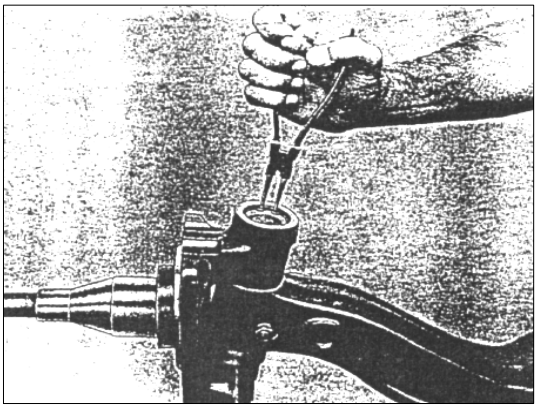

РИС.288
5) Используя круглогубцы снимите оба стопорных кольца, закрепляющих защитные заглушки поворотного шкворня (см. рис.288).